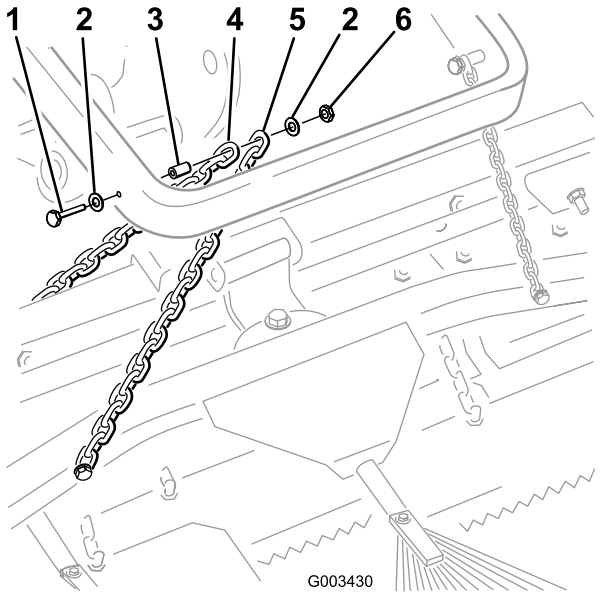

Figuur 7
B. Bevestig elke ketting aan de zijkant van de hefarm met een bout (3/8 x 2-1/2 inch), 2 ringen (3/8 x 7/8 inch), een afstandsstuk en een flensmoer (3/8 inch) zoals wordt getoond in Figuur 7.